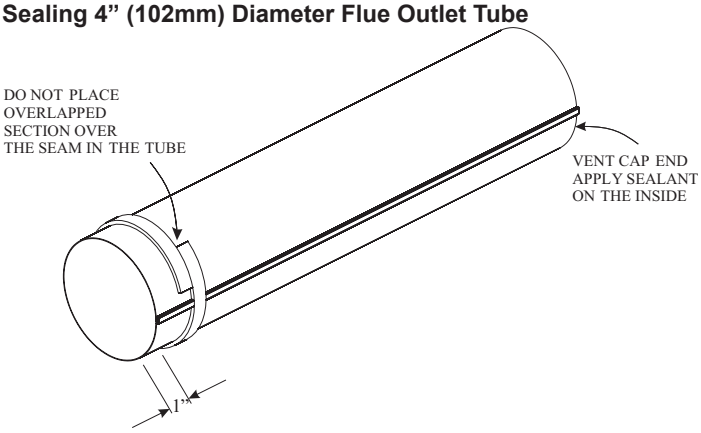

Figure 58
12. Seal the 4" (102mm) diameter flue outlet tube. Follow instructions and diagram. **See Figure 58**.
If the air inlet and flue outlet tubes are to be connected directly to the unit (no rigid venting system is being used), then the gasket provided must be used to seal the 4” (102mm) flue outlet tube. Peel the paper off the self-adhesive gasket and then wrap it around the end of the tube (if tube was cut, it is recommended to use cut end) as shown in **Figure 58.** Pull the gasket tight at all times while wrapping it around tube. The gasket ends should align, to form a complete seal. The overlapped section should NOT come in contact with the seam in the tube. Apply high temperature sealant to the opposite end of the tube (on the inside of the tube). The end with the gasket will attach to the back of the unit. Continue with Step 13.